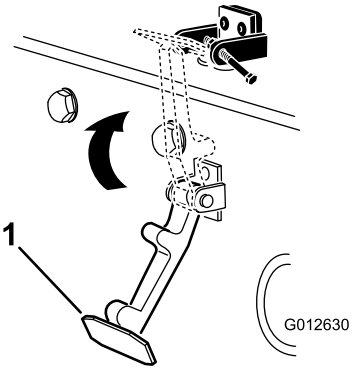

Figuur 9
6. Haak de sluiting op de vergrendelbeugel van de motorkap (Figuur 9).